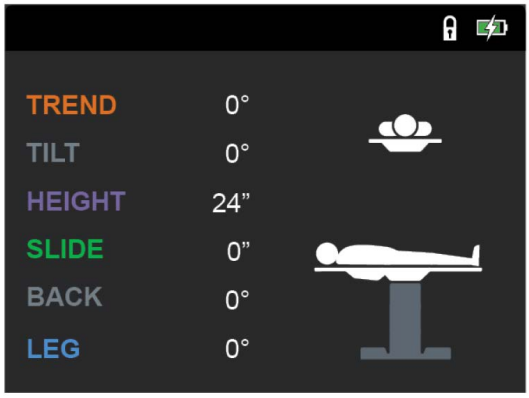

Figure 4-8. Écran par défaut de la commande manuelle
4. Après la mise sous tension complète de la commande manuelle, l'écran passe à l'écran par défaut qui affiche du texte et un graphique de table animé représentant l'état de la table (voir *Figure 4-8*).